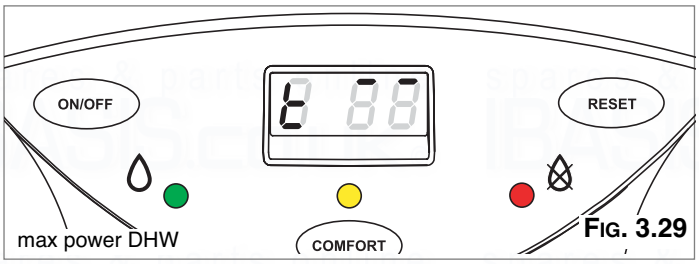

Fig. 3.29
To select operation at maximum power, press the programming key ⊕, two dashes will appear at the top of the right-hand display (see Fig. 3.29).
a - by pressing the Reset key for 5 seconds, the boiler is automatically forced to test mode and t-- will be displayed, the boiler is now in the test mode for the maximum heating power, to force the boiler to maximum output for hot water it is necessary to press the ⊕ and ⊖ keys together, two dashes appear at the top of the right-hand display (see Fig. 3.29). This function is disabled by pressing the reset key .
2. Turn the boiler on at maximum power, enabling the "test" function (press the RESET key for 5 seconds and then press the programming keys ⊕ and ⊖ together ensuring the dashes are at the top of the display (see Fig. 3.29). The supply pressure should correspond to that shown for the type of gas the boiler is designed for (see table below).
4. Disable operation at minimum power by pressing the RESET key or press the ⊕ key to check the maximum value (dashes at top of display see Fig. 3.29).
1. With the combustion analyser already connected to the analysis point, set the boiler to maximum power via the test function (see paragraph 3.6.1) or by pressing the RESET button for 5 seconds and then the programming keys ⊕ and ⊖ ensuring the dashes are at the top of the display (see Fig. 3.29).